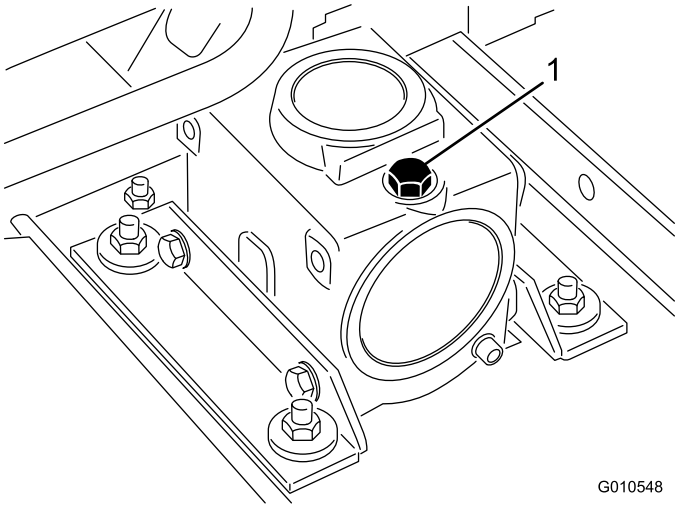

Figuur 12
2. Verwijder de peilstok/vulplug op de bovenkant van de tandwielkast (Figuur 12) en controleer of het peil van de tandwielolie tussen de merktekens op de peilstok staat. Als het oliepeil te laag is, vult u voldoende olie bij totdat het peil tussen de markeringen op de peilstok staat.